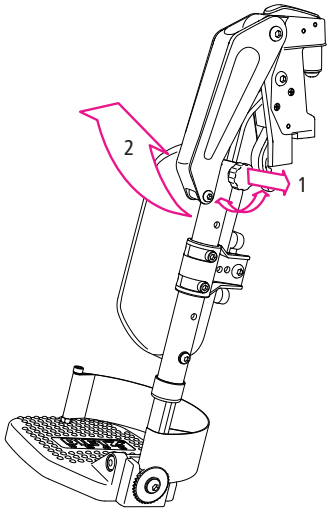

fig. 40
1. A tale scopo allentare la vite di blocco fino a che non sarà possibile estrarne la testa (1 fig. 40) per sbloccare la chiusura.